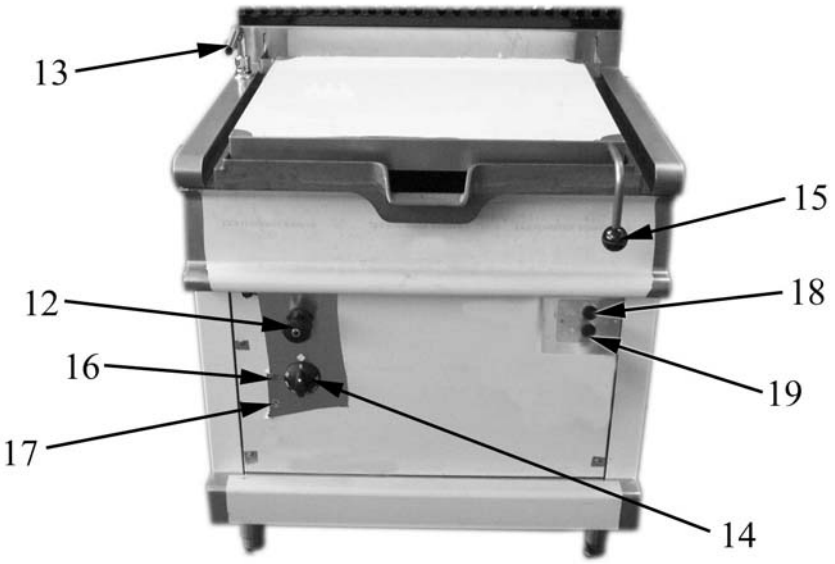
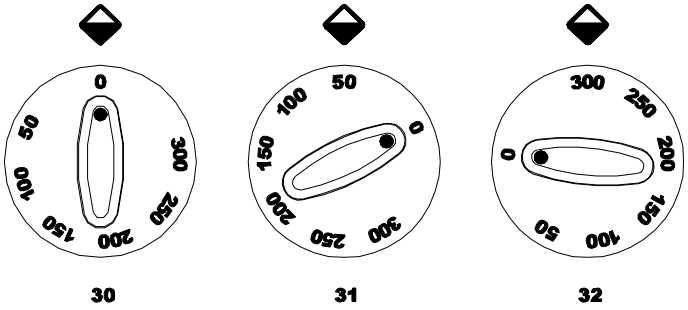

Fig. 1a
Fig. 2
By turning the knob (item 14 in Fig. 1a) clockwise, the power indicator light (item 18 in Fig. 1a) will light up. The power indicator light will remain on until the knob is turned back to 0 (item 30 in Fig. 2). If you turn the knob further, the operation indicator light will light up. The operation indicator light (item 17 in Fig. 1a) will turn off when temperature reaches the set value.
Pan bottom temperature can be selected between 50°C (122°F) (item 31 in Fig. 2) and 300°C (572°F) (item 32 in Fig. 2).
To turn off the appliance, turn the knob to the position shown as item 30 in Fig. 2. Now, the power indicator light will also go out.